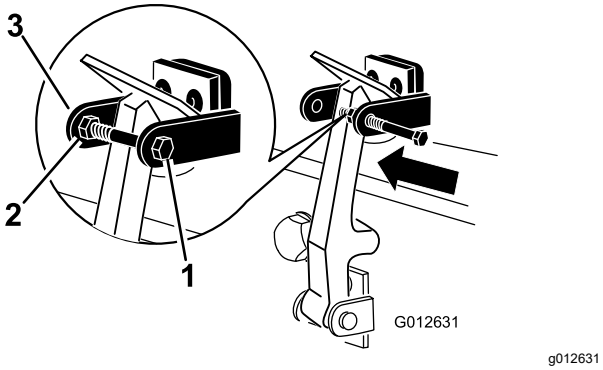

**Figur 16**
7. Skruva i bulten i den andra armen på motorhuvsspärrens fäste för att låsa spärren på plats (Figur 16).